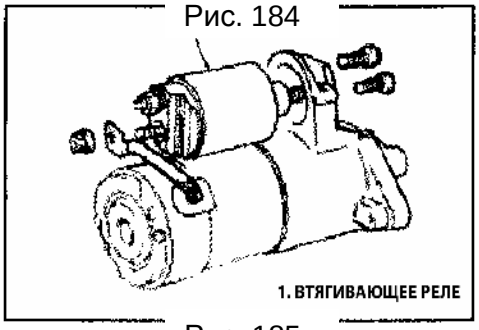

Рис. 185
2) Снимите два болта, как показано на рисунке и снимите редуктор в сборе со стартера (Рис. 185).